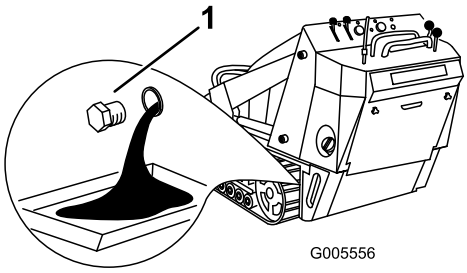

**Figuur 36**
4. Verwijder de aftapplug (Figuur 36).